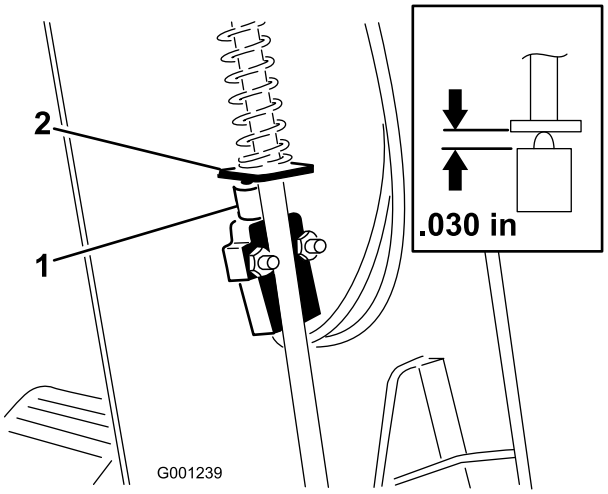

**Figuur 62**
3. Schuif de kap omhoog langs de stuuras zodat de parkeerremschakelaar zichtbaar wordt (Figuur 62).
5. Houd de peddel van de parkeerremstang recht voor de plunjer van de schakelaar (Figuur 62)
6. Duw de parkeerremhendel omlaag en zet de schakelaar omhoog totdat de lengte van de samengedrukte plunjer van de schakelaar 0,762 mm is (Figuur 62, inzet). Dit is de afstand tussen de peddel van de parkeerremstang en de behuizing van de plunjer van de schakelaar.